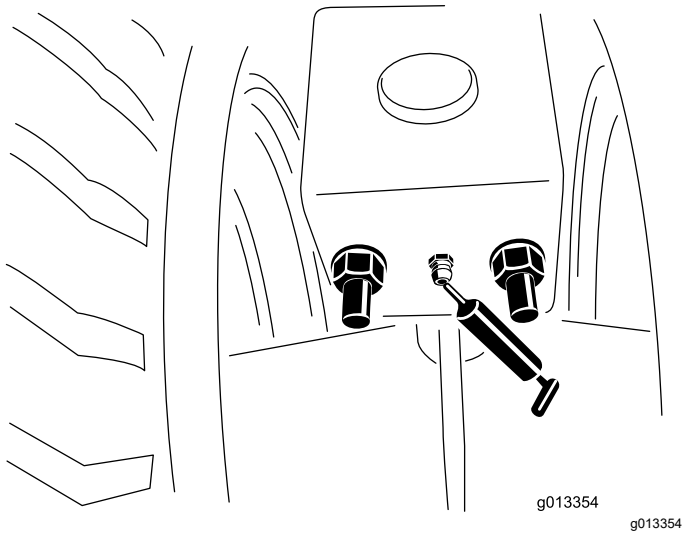

Figur 56
1. Rengör smörjnipplarna (Figur 56).